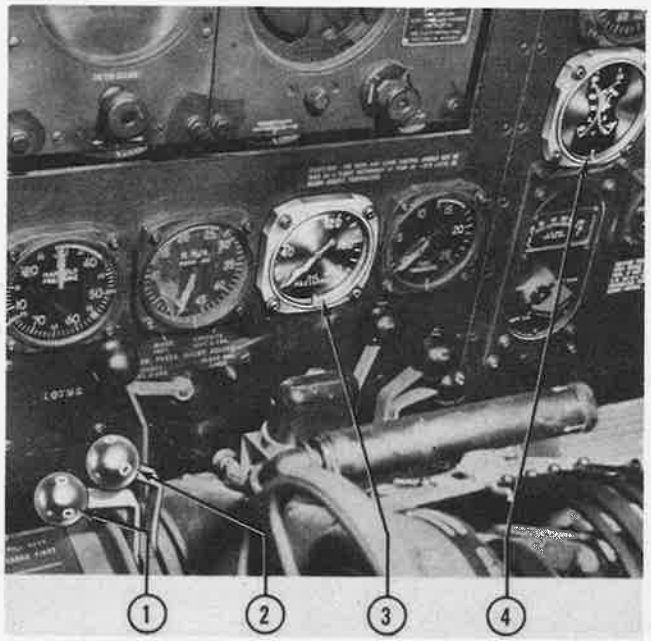

Figure 279—Oil System Control Levers and Instruments
k. PRESSURE GAGE. *(See 3, figure 279.)*—On some airplanes a separate oil-pressure gage for each engine is installed on the instrument panel. These gages are the direct-reading type connected to an oil line. On other airplanes a dual gage is installed on the instrument panel which is of the indirect-reading type. A transmitter located on each engine is connected to the gage by lines filled with compass fluid. For more details of this gage and transmitter refer to paragraph 11.*e.*, "Instruments."
l. TEMPERATURE INDICATOR. *(See 4, figure 279.)*—The oil temperature indicators mounted on the instrument panel consist of two single indicators on some airplanes and one dual indicator on others. The temperature bulb on the right-hand side of the rear engine accessory case furnishes remote indication to the temperature indicator. Normal oil temperature is 60 to 70°C (140 to 158°F). For further details, see paragraph 14.*c.*(3) and *j.*(3), "Electrical System."